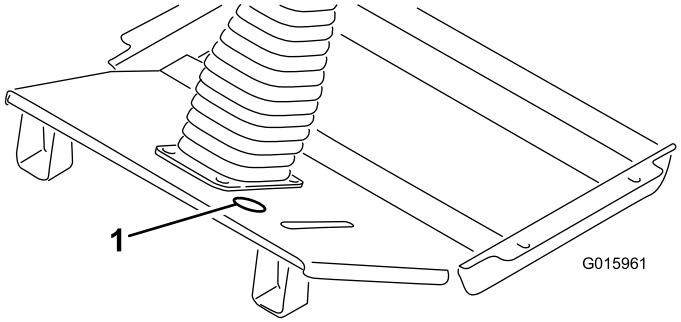

Figura 3
1. Retire el tapón del agujero de la chapa de suelo, situado entre el pedal de freno y la columna de dirección (Figura 3). Si la chapa de suelo no tiene tapón, continúe con las instrucciones de taladrado del paso siguiente.